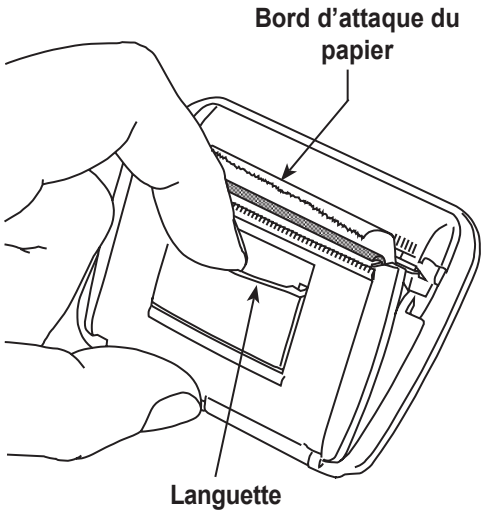

Figure 12
1. Retirez le couvercle de l'imprimante en tirant sur la languette tel qu'indiqué sur la Figure 12.
8. Placez l'imprimante dans la zone prédécoupée du panneau de commande. Appuyez sur la surface de l'imprimante qui affleure le panneau, en l'orientant de manière à ce que le papier sorte par la partie supérieure de l'imprimante, comme illustré sur la Figure 12.